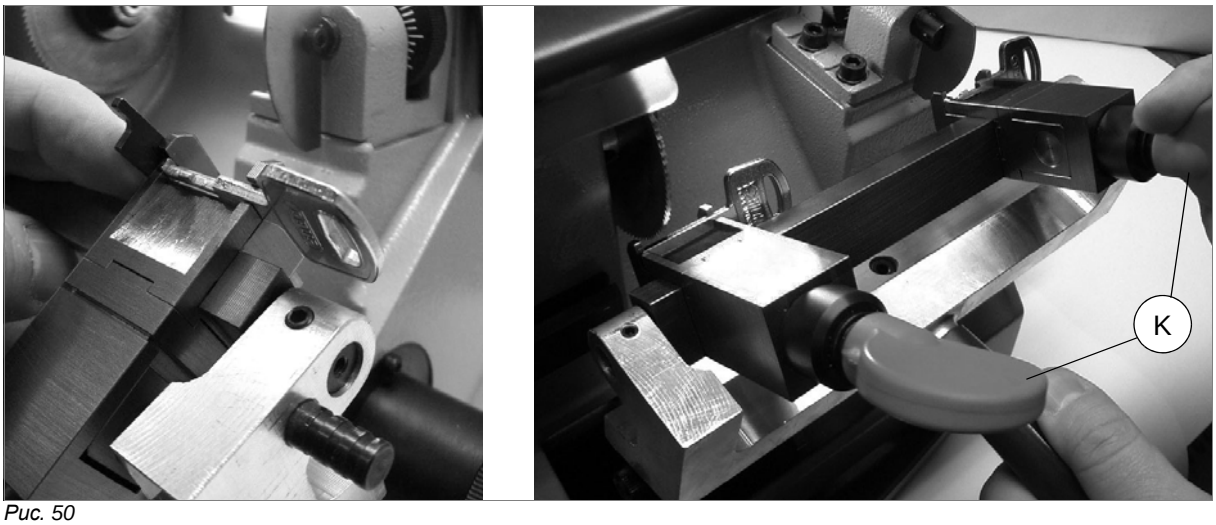

Рис. 50
Ослабьте рукоятку (K), чтобы вручную поднять нижнюю губку (рис. 50) и установить ключ следующим образом:
- ориентиром является острие ключа, опирающееся на копир (оригинальный ключ) или на фрезу (заготовка ключа). Можно также использовать ограничительную пластину, приложив ее к внешней левой стороне зажима (рис. 50).